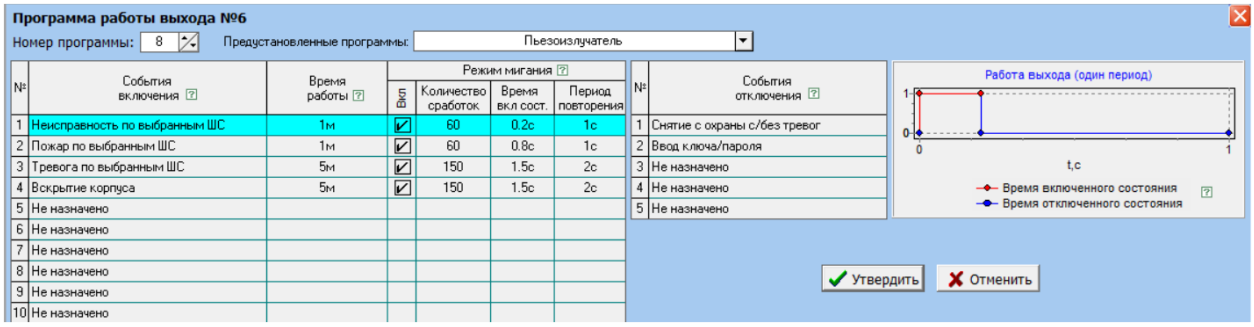

Рисунок 19
6) Внутренний звуковой пьезоизлучатель. Программа 8 (рисунок 19).